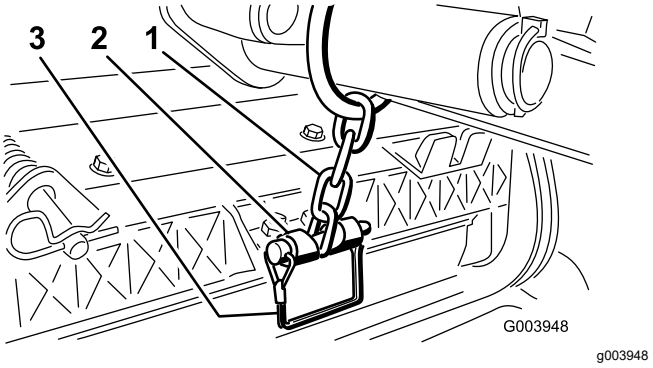

**Figur 12**
3. Fastgør løftearmskæden til kædebeslaget med låsestiften (Figur 12).